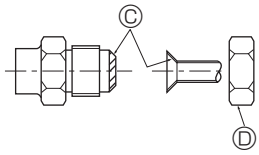

Fig. 4-5
4.3. Tubos de conexión (Fig. 4-4, Fig. 4-5)
[Fig. 4-5]
Ⓐ (Fig. 4-5)